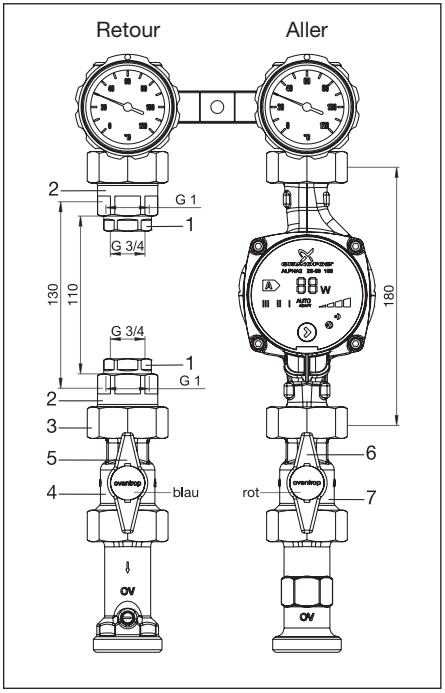

Fig. 5.1 Jeu de montage pour compteurs de calories pour «Regumat S-180» DN 25 avec robinet d'isolement à tournant sphérique (2015)
- Visser le filetage femelle G ¾ (1) des réductions G ¾ x G 1 sur le compteur avec les joints livrés.
- Visser le filetage femelle G 1 (2) des réductions G 1 x G 1 ½ avec les joints livrés sur les réductions (1) déjà montées.
- Démonter le robinet à tournant sphérique (4) de l'aller et le monter sur le retour.
- Visser le compteur de calories sur le retour avec les joints et l'écrou d'accouplement (3) livrés.
- Monter le robinet à tournant sphérique avec sonde de température (7) sur l'aller (Attention: selon le modèle de la sonde de température, le positionnement du robinet à tournant sphérique peut être choisi librement (voir fig. 5.1 et 5.2). Echanger les manettes (5, 6) avec bouchon rouge et bleu entre elles.
Le montage d'un compteur de calories d'une longueur de 130 mm est identique à celui d'un compteur d'une longueur de 110 mm, mais les réductions G ¾ x G 1 (1) et les joints correspondants (voir fig. 5.1 et 5.2) ne sont pas requis.